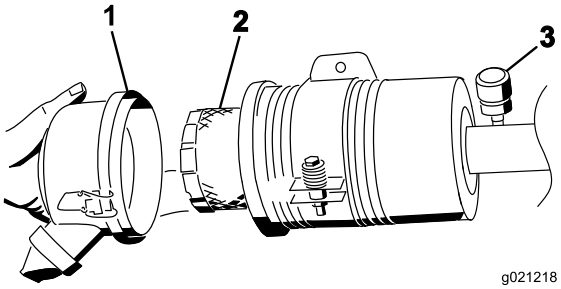

Figura 71
4. Retire e substitua o filtro (Figura 71).